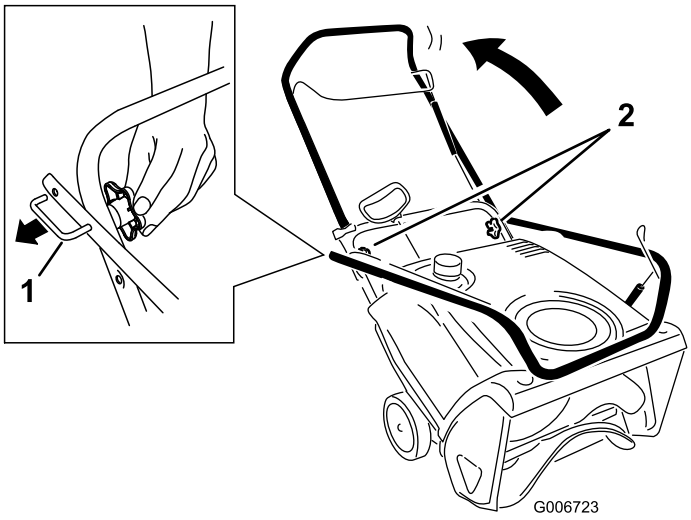

Figur 3
1. Lossa knopparna, dra ur de U-formade handtagsspärrarna tills du kan röra handtaget fritt och rotera handtaget till arbetsläge (Figur 3).